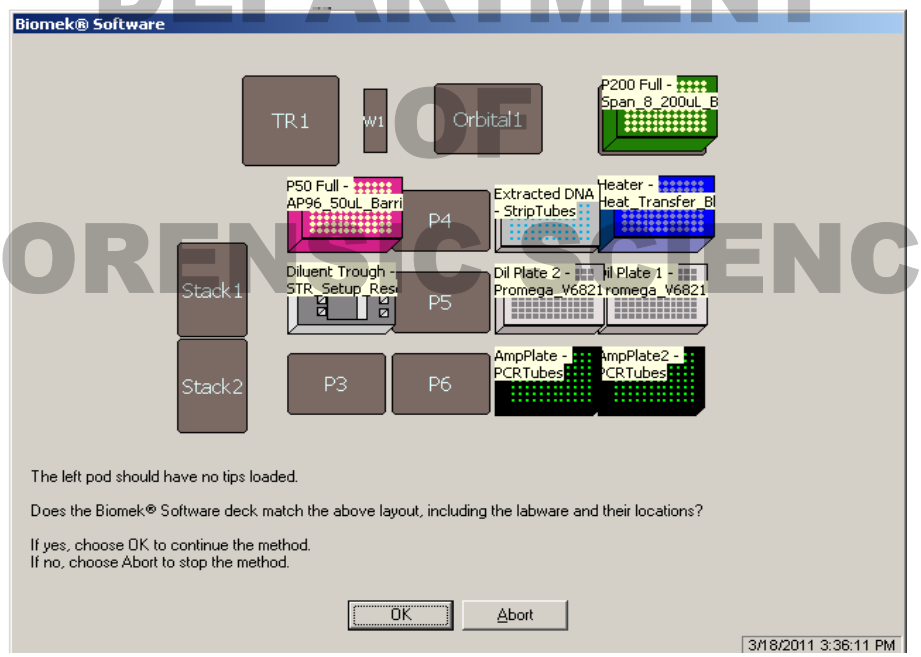

Figure 18. Deck setup for the Normalization and PCR setup method.
5.4.20 The final prompt, shown in Figure 18, is the deck setup and the placement of labware and tips. The deck setup needs to be confirmed prior to clicking OK to continue the method.